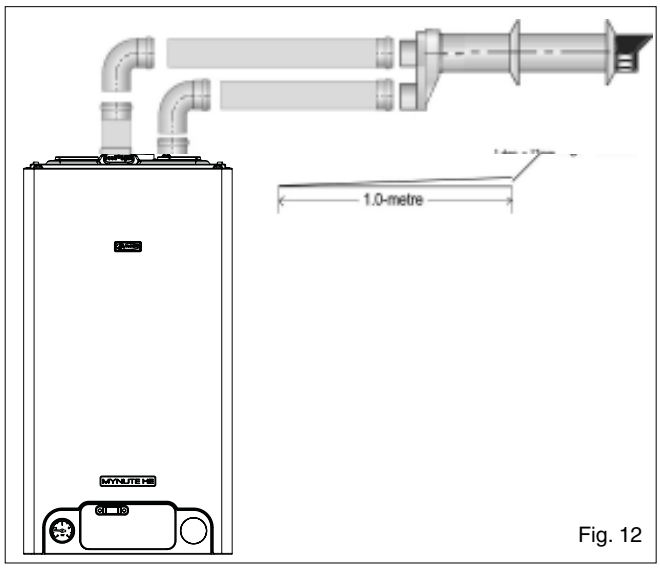

Fig. 12
4.5.3.2 HORIZONTAL TERMINATION (fig. 12)